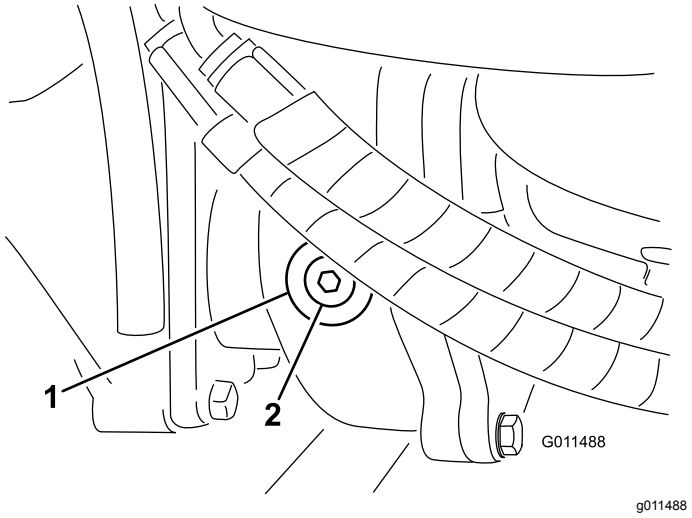

Figur 19
2. Ta ut kontroll-/påfyllingspluggen på venstre side av girkassen, og kontroller at oljen når opp til bunnen av hullet (Figur 19).